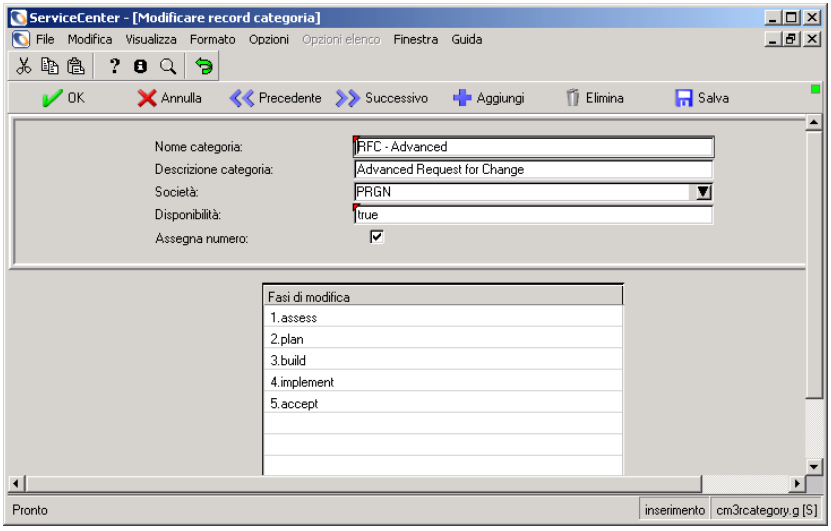

Figura 10-35: Aggiunta di una nuova fase al record di categoria
3. Selezionare una categoria dall'elenco QBE. La Figura 10-35 a pagina 427 mostra l'utilizzo della categoria di modifica RFC - Advanced.